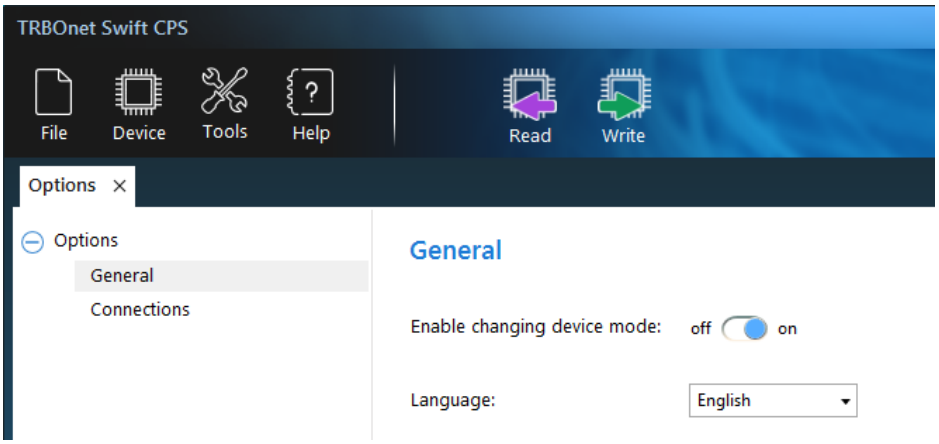

Figure 7: The device mode change is enabled
a. On the **Tools** menu, click **Options**. In the right pane, make sure that the **Enable changing device mode** option is switched on (Figure 7).
a. On the **Tools** menu, click **Options**. In the right pane, make sure that the **Enable changing device mode** option is switched on (Figure 7, page 16).